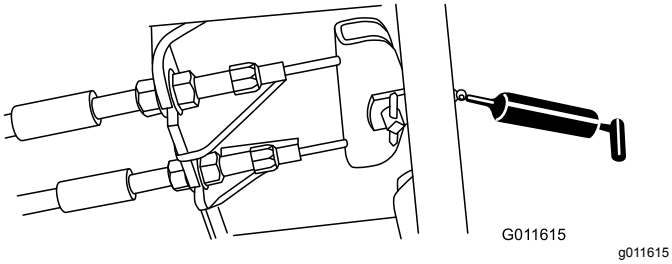

Figura 69
- Pedal do travão (1) (Figura 69)